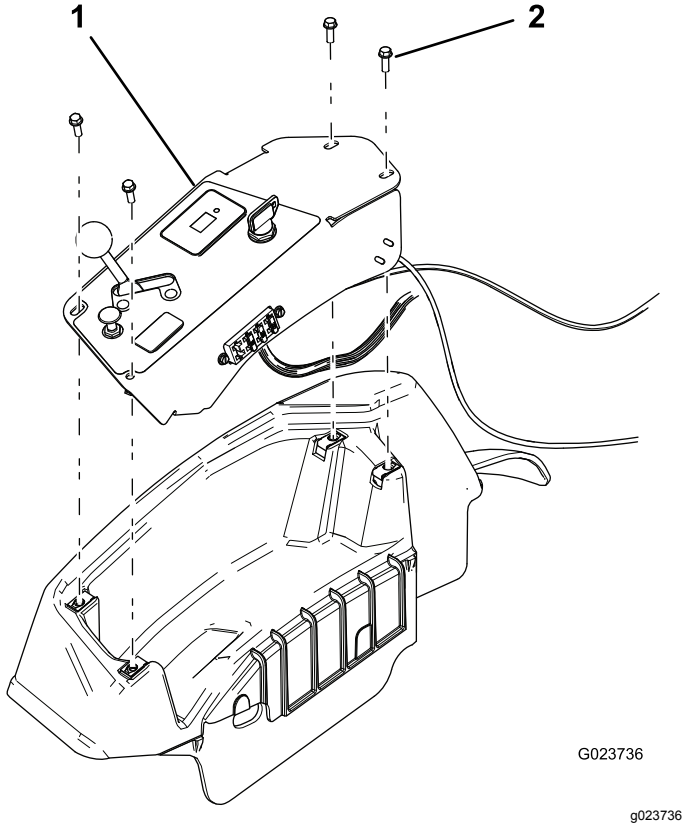

Figur 32
2. Fjern kontrollpanelet (Figur 32).